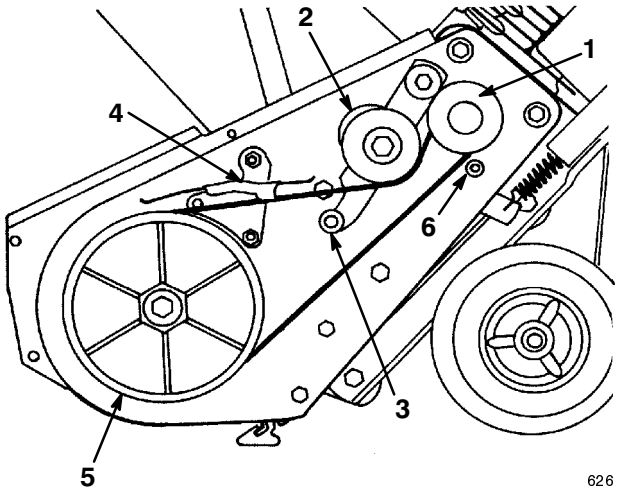

**Figur 27**
7. Dra mellanremskivan uppåt och ta bort driremmen från rotorskivan, bromsarmen och motorremskivan (figur 27).
8. Dra den nya drivremmen runt motorremskivan, under mellanremskivan, över valsen, genom bromsen och runt rotorskivan (figur 27).
**VIKTIGT:** Drivremmen måste vara ovanför valsen som figur 27 visar.